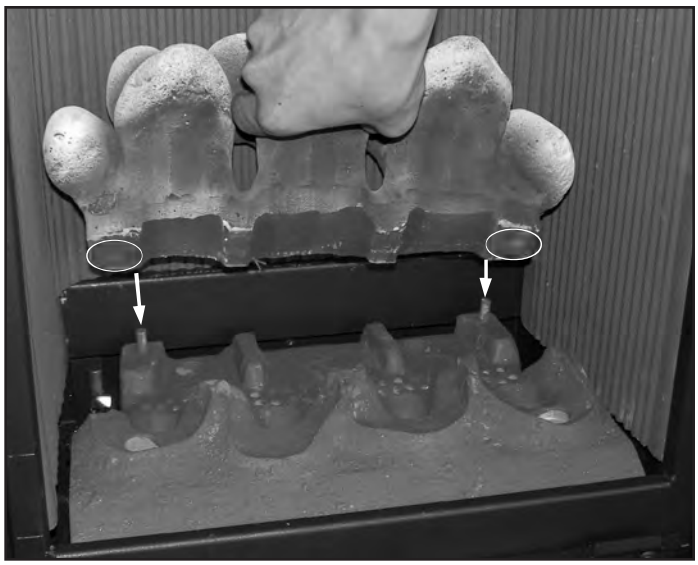

Figure 60: Installation of Rock Cluster.
2. Place the rock cluster onto the burner. There are two (2) pins on the back of the burner and two (2) holes in the bottom of the rock cluster (refer to Figures 60 & 61).